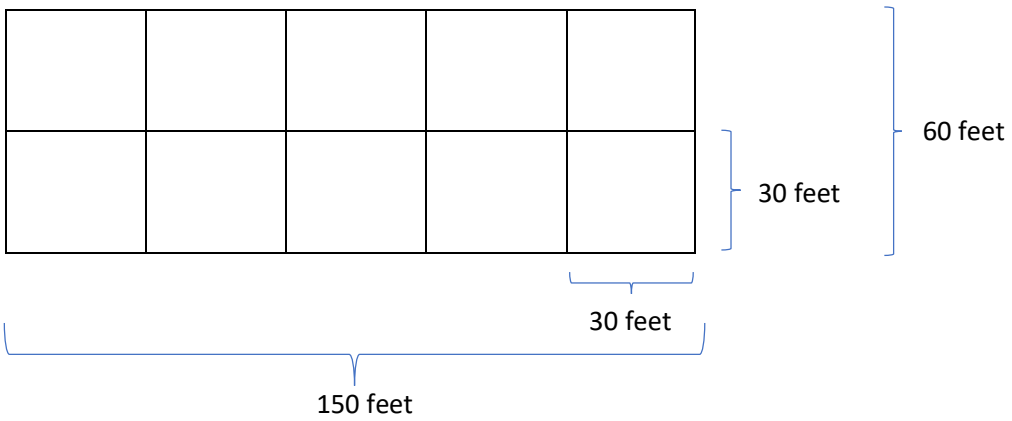

Figure 1. Plan for one floor of the apartment
- Your team, as a developer, would like to construct a multiple dwelling project with 100 units on site B of Norfolk. The project is a building with 3 stories. One floor has 9,000 square feet (sq. ft) and 10 units per floor. The area of the roof is 10,000 sq. ft. This project has 150 parking spaces (24,000 sq. ft). The shape of the building is a rectangle. Its length is 150 feet, the width is 60 feet, and the height is 10 feet (Figure 1). Each unit has 900 sq. ft and three windows. Each window size is 6 sq. ft=2 feet (width) x 3 feet (height). Your project plans to attract buyers by conducting more public open space in order to build a healthy and cozy environment. Your company's budget is sufficient. We will only calculate the construction material costs in the table without the installation and maintenance costs.